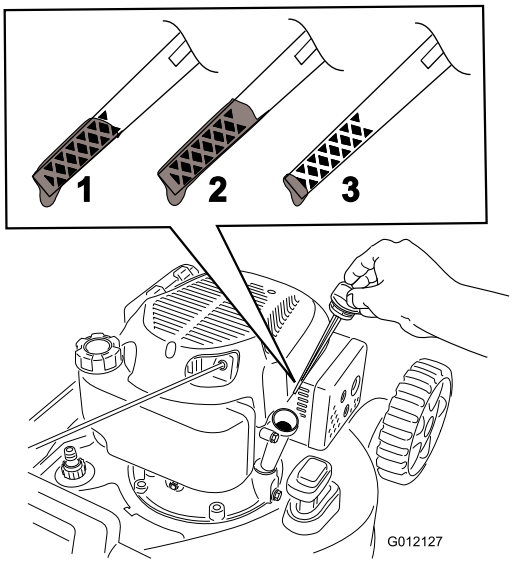

Rysunek 6
2. Wyjmij wskaźnik poziomu (Rysunek 6) i napełnij skrzynię korbową w około 3/4 olejem, wlewając go do rury wlewu oleju.
5. Wyjmij wskaźnik oleju i odczytaj widoczny na nim poziom oleju (Rysunek 6).